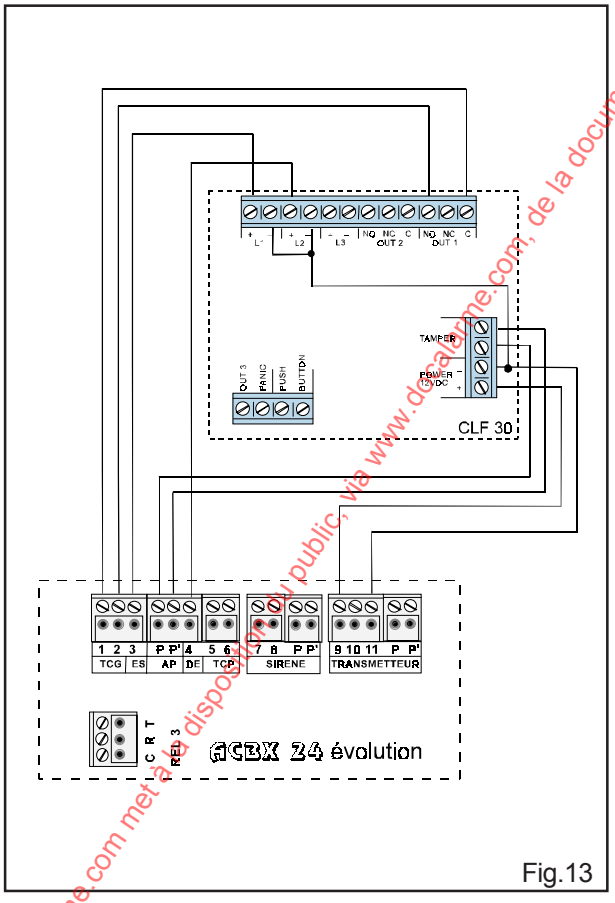

Fig.13
- Exemple de raccordement d'un clavier en fonction impulsionnelle CLF 30 - mise en/hors service totale (code 10170) fig.13.